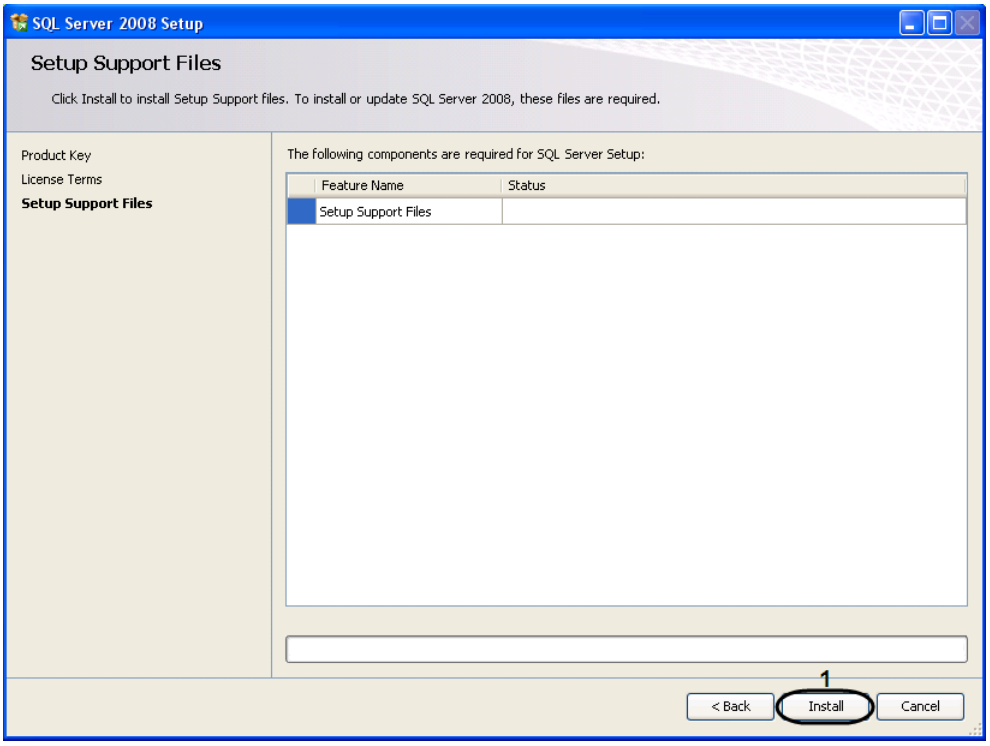

Figure 13.6-7 The "Setup Support Files" box
8. Install the system components necessary for MS SQL Server 2008 R2» operation by clicking the “Install” button in the opened “Setup Support Files” box (Figure 13.6-7, 1).